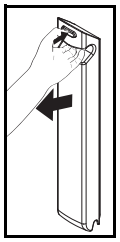

Rys. 3
4) Jeśli akumulator został w pełni naładowany, należy wyjąć go z ładowarki. W tym celu nacisnąć przycisk i pociągnąć akumulator do siebie (patrz Rys. 3). Wskaźnik LED pozostanie zielony jako oznaczenie, że ładowarka jest zasilana.